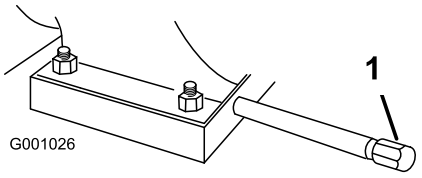

Bild 41
1. Reinigen Sie den Bereich um die Ablassschraube (Bild 41).